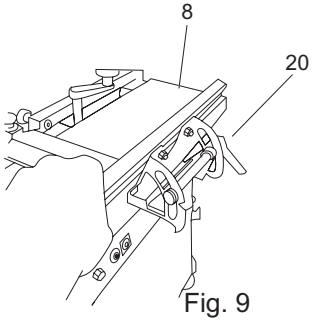

Fig. 9
> Vuelva a apretar la palanca de bloqueo (20) para asegurar la guía paralela (8). (Fig. 9)